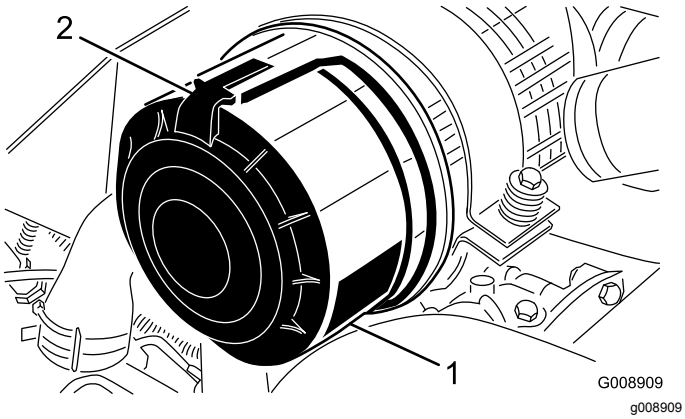

Bild 87
1. Lösen Sie die Riegel, mit denen die Abdeckung des Luftfilters am Luftfiltergehäuse befestigt ist (Bild 87).